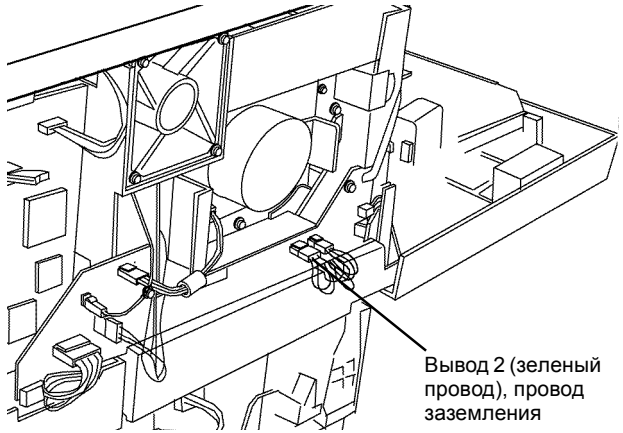

Рисунок 8 Разъем заземления валика регистрации
c. Подсоедините красный щуп мультиметра к выводу 2 провода заземления (Рисунок 8) .